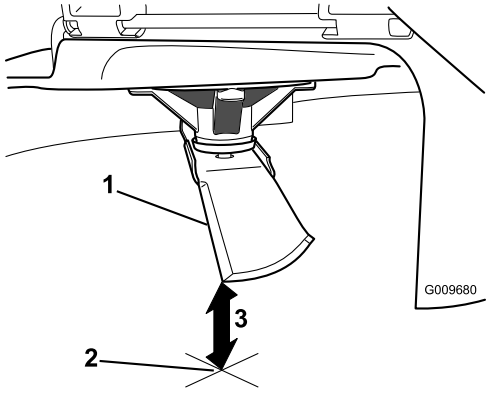

**Figur 52**
5. Mål fra knivtuppen til den flate overflaten (Figur 52).